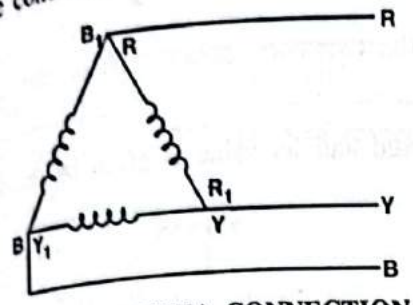

FIG. 2.83 : DELTA CONNECTION
- In this connection the dissimilar ends of three phase windings are connected together i.e. the finish of one winding is connected to the start of next windings and so on to obtain delta or mesh connection as shown in Fig. 2.83.